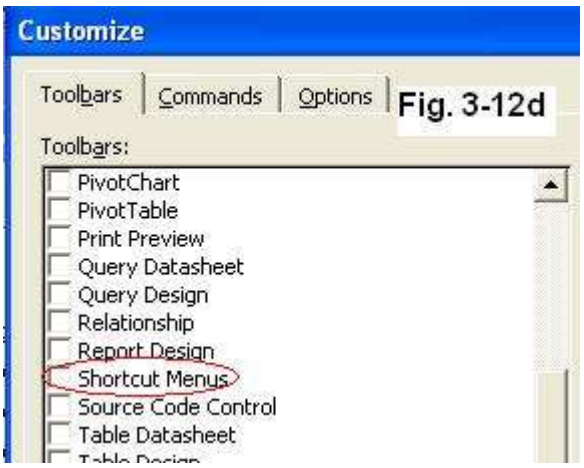

Fig. 3-12d
3. In the **Customize** dialog box, which is in Fig. 3-12d, look for **Shortcut Menus** and check the box. Next, you will see the shortcut menu bar pop up on the screen, as shown in Fig. 3-12e. Find the menu item named **Custom**, and click it to open the submenu. There is no menu item inside it.